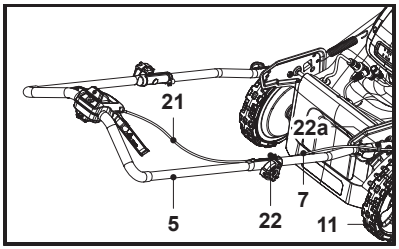

Fig. 4
6. Sujete el cable de control (21) con el sujetacables (22) y la fijación del cable (22a); ambos elementos están premontados en las barras del manillar (5, 7) (Fig. 4).